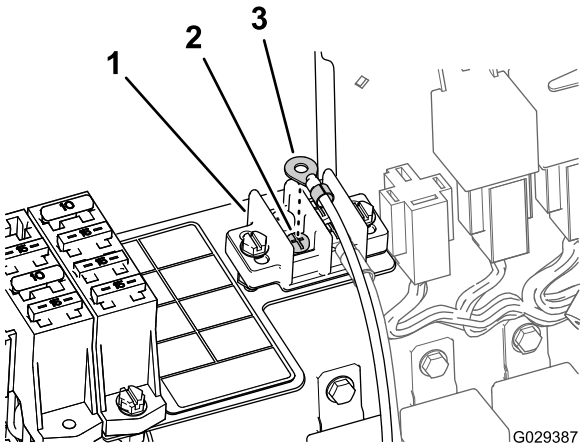

Figur 19
1. Ta bort en skruv från den jordade uttagsplinten (Figur 19).
2. Sätt fast ringkopplingen på finputsningssatsens kablage på den jordade uttagsplinten med den skruv som du tog bort i steg 1 (Figur 19).